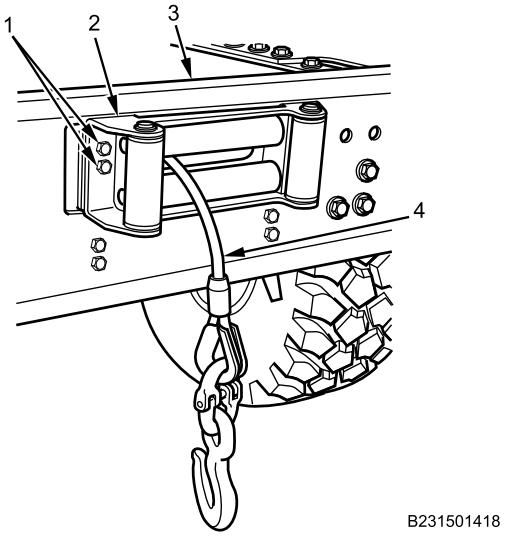

Figure 2. Right Side View of Winch Carrier Assembly.
3. Roll out 30 inches (76 cm) of winch cable (Figure 2, Item 4).
4. With assistant holding roller fairlead (Figure 2, Item 2) in place, remove four bolts (Figure 2, Item 1) from winch roller fairlead.
5. With assistant, remove winch roller fairlead from bumper (Figure 2, Item 3) and allow roller fairlead to hang from winch cable (Figure 2, Item 4).